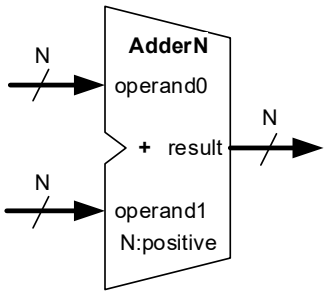

Figura 2 – Interface do módulo "AdderN".
2. Construa em VHDL um somador, cuja interface é apresentada na Figura 2. O número de bits dos operandos e do resultado são parametrizáveis com base na constante genérica "N" definida na respetiva entidade ("AdderN") com a construção **`generic`** em VHDL. Grave o ficheiro com o nome "AdderN.vhd".